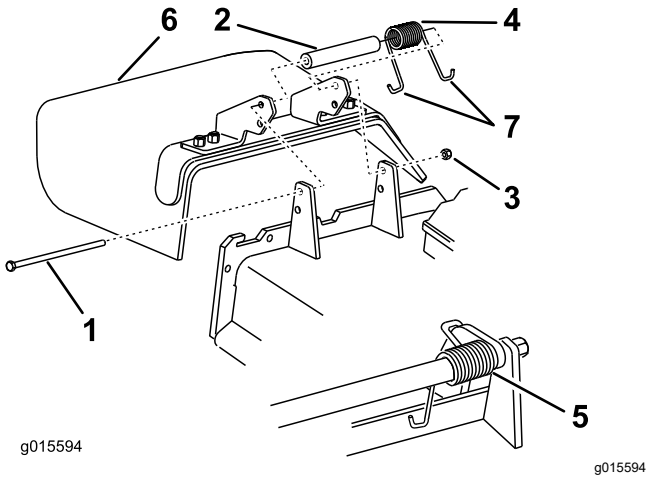

Bild 86
1. Entfernen Sie die Sicherungsmutter, Schraube, Feder und das Distanzstück, mit denen das Ablenkblech an den Schwenkhalterungen befestigt ist (Bild 86).
2. Entfernen Sie defekte oder abgenutzte Ablenkbleche (Bild 86).
Hinweis: Achten Sie darauf, dass ein **J**-förmiges Federende hinter der Mähwerkkante befestigt ist, bevor Sie die Schraube einsetzen, wie in Bild 86 abgebildet.
6. Führen Sie das **J**-förmige Hakenende der Feder um das Ablenkblech (Bild 86).